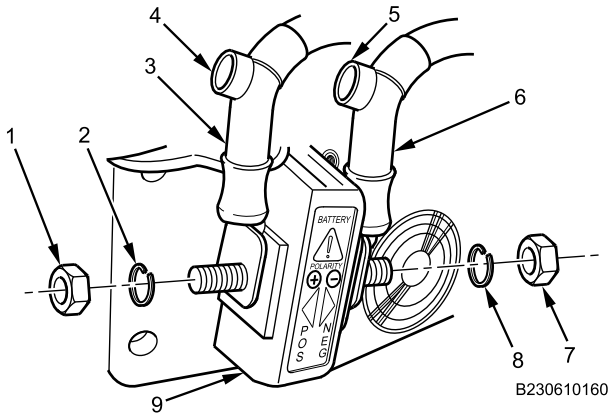

Figure 14. 110V Inverter Positive Cable Installation.
8. Install positive cable (Figure 14, Item 3) on inverter (Figure 14, Item 9) with new lockwasher (Figure 14, Item 2) and nut (Figure 14, Item 1). Tighten nut securely.
9. Install negative cable (Figure 14, Item 6) on inverter (Figure 14, Item 9) with new lockwasher (Figure 14, Item 8) and nut (Figure 14, Item 7). Tighten nut securely.
10. Slide positive and negative cable covers (Figure 14, Item 4 and 5) down on cables (Figure 14, Item 3 and 6) to cover cable ends.